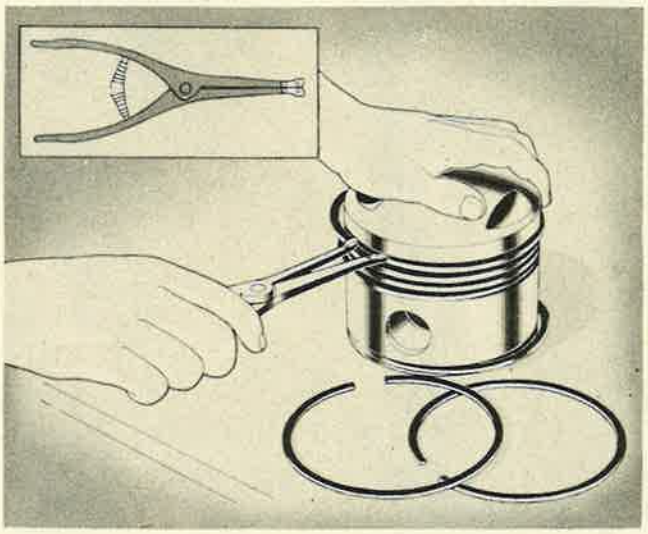
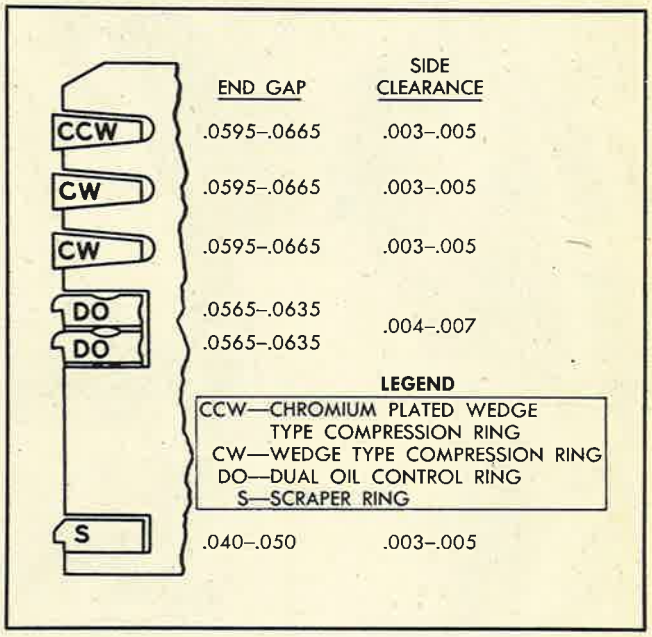

Figure 212—Piston Ring Removal
Figure 212A—Piston Ring Arrangement
down. The oil scraper ring is installed in the fifth groove, with the ventilated side down. The latter ring is located *below* the bore of the piston pin boss. (See figure 212A.)
4. Remove the piston rings from the ring grooves of the piston with a PWA-1791 piston ring expander. (See figure 212.)
2. Install piston rings on piston, using PWA-1791 piston ring expander (figure 212). Also see that the correct rings are in the correct grooves (figure 212A).